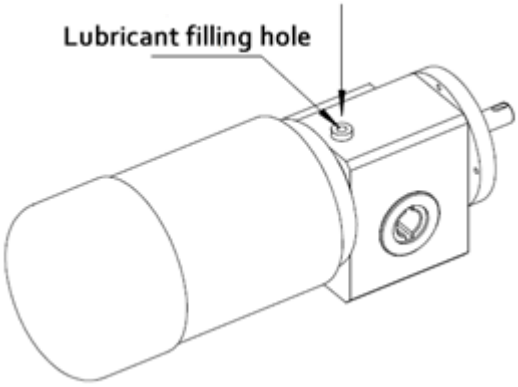

Рис.4-1
2.Добавить жидкой смазки, необходимо убедиться, что туба с маслом, плотно закрыта. (См рисунок 4-1)